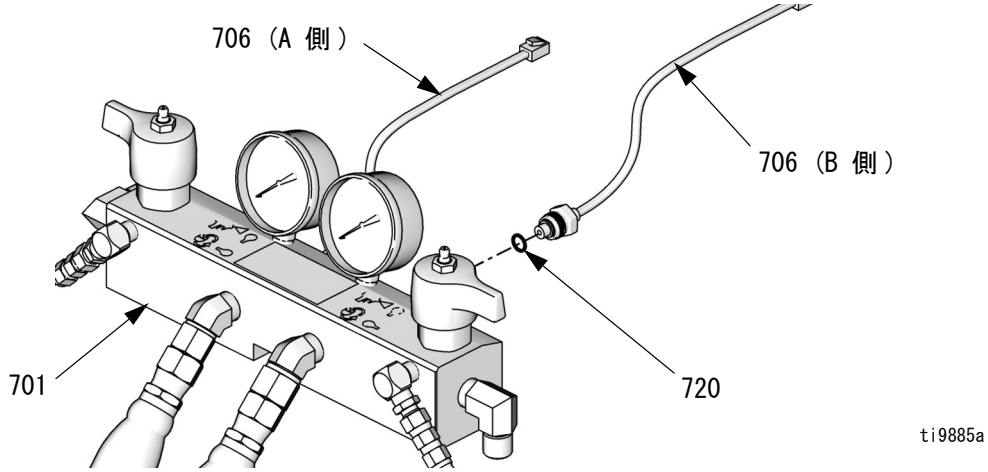

**図 6. トランスデューサ**
6. O リング (720) を新しいトランスデューサ (706) に取り付けます。図 6 を参照してください。